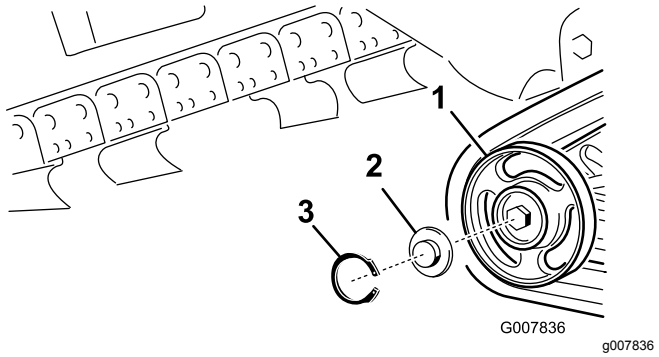

**Figuur 51**
2. Verwijder de snapring en dop van een wegwiel (Figuur 51).
3. Controleer het smeervet onder de dop en rond de pakking (Figuur 51). Als er geen vet is of als het vet vuil of zanderig is, verwijder dan al het vet, vervang de pakking en breng nieuw smeervet aan.
5. Plaats de ingevette wegwieldop op de kop van de bout (Figuur 51).
6. Zet de wegwieldop vast met de snapring (Figuur 51).